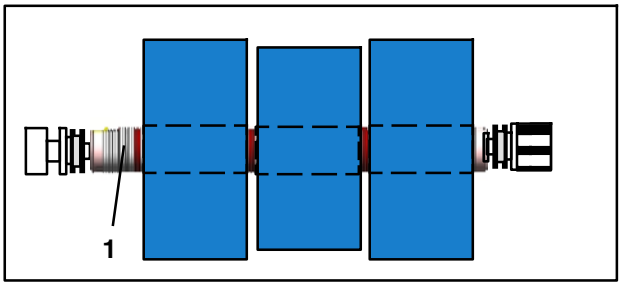
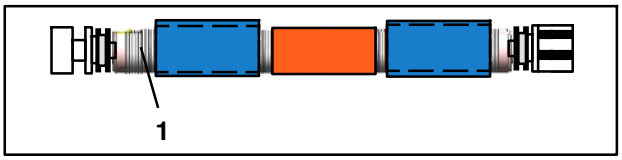
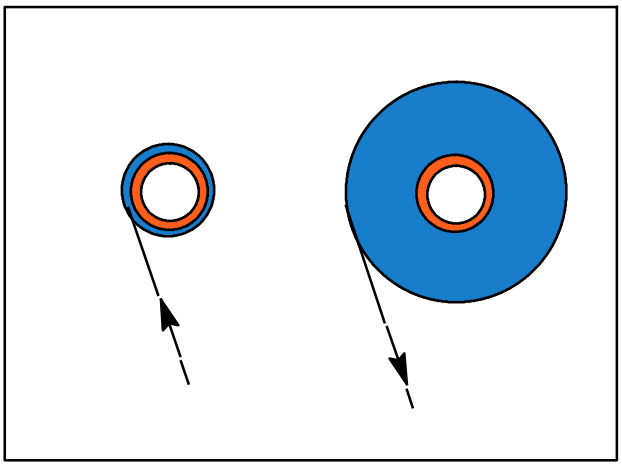

Fig. 135 Arbre à friction et bobines montées
Fig. 136 Arbre à friction et mandrins montés
Fig. 137 Sens d'enroulement/sens de déroulement
2. Faire glisser l'arbre à friction (Fig. 135/1 ou Fig. 136/1) dans les bobines ou monter la ou les bobines (le ou les mandrins) sur l'arbre à friction en faisant attention à leur sens d'enroulement et de déroulement - voir la Fig. 137